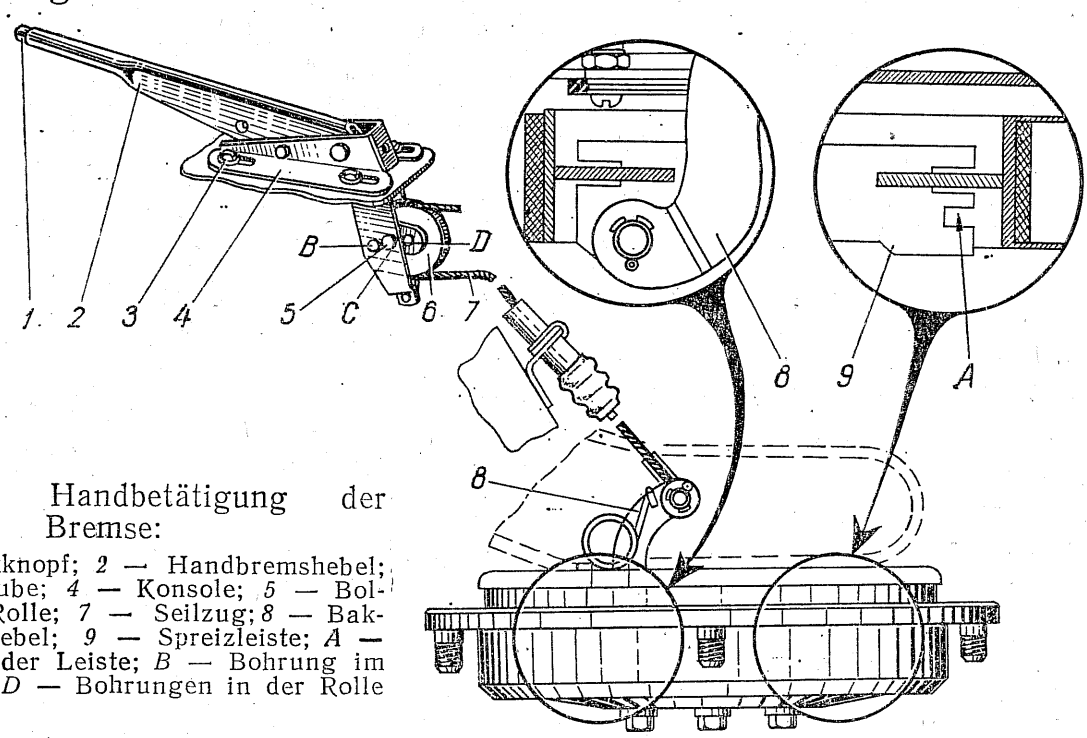

Bild 39. Handbetätigung der Bremse:
1. Nachspannen des Seilzuges durch Vorwärtsverstellen der Konsole *4* (Bild 39) am Hebel *2* der Einrichtung für Bremsbetätigung.